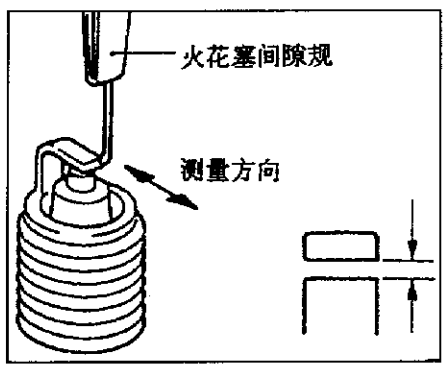

图 3—5—5
(5)用火花塞间隙规检查火花塞间隙是否在标准值范围内。如图 3－5－5 所示。